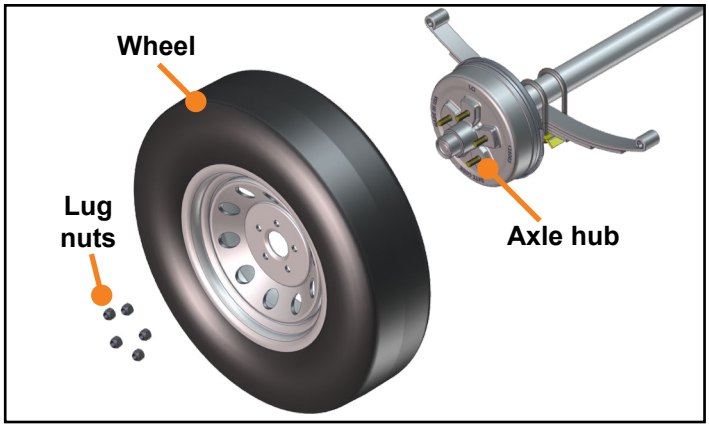

Fig.2
3. Remove the wheel from the axle hub and set aside **(Fig. 2)**.